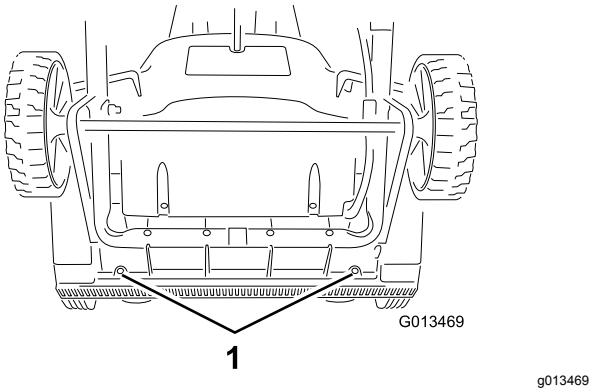

**Figure 14**
1. Retirez la vis de chaque plaque latérale qui fixe la lame racleuse (Figure 13) et les 2 vis sous la machine (Figure 14) qui fixent la lame racleuse à la machine.